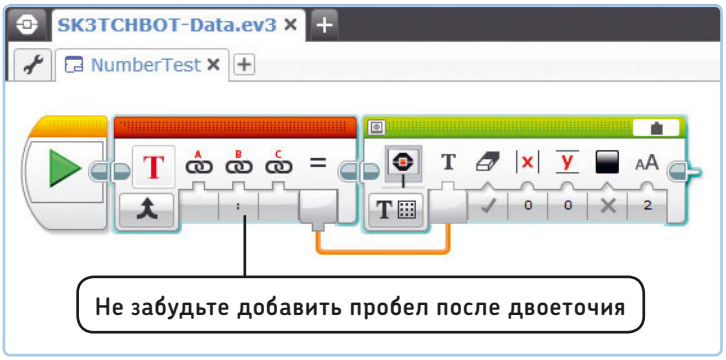

*Рис. 15.15. Настройте блоки **Текст** и **Экран**, как показано на рисунке, а затем выделите оба блока*
2. Установите и настройте блок **Текст** (Text) и блок **Экран** (Display) в области программирования, как показано на рис. 15.15. Вы будете использовать блок **Текст** (Text) для объединения значения ввода **Метка**, двоеточия, за которым следует пробел, и значения ввода **Число** в одну текстовую строку, и блок **Экран** (Display) для дальнейшего вывода ее на экран. Затем с помощью мыши выделите оба блока, заключив их в рамку выделения.